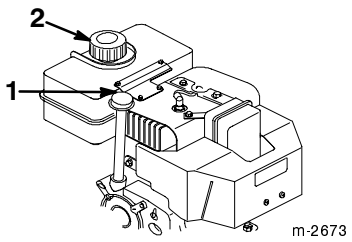

Figur 16
2. Gör rent omkring oljestickan (figur 16).
3. Ta ur oljestickan ur vevhuset (figur 16).
1. Gör rent omkring tanklocket (figur 16).